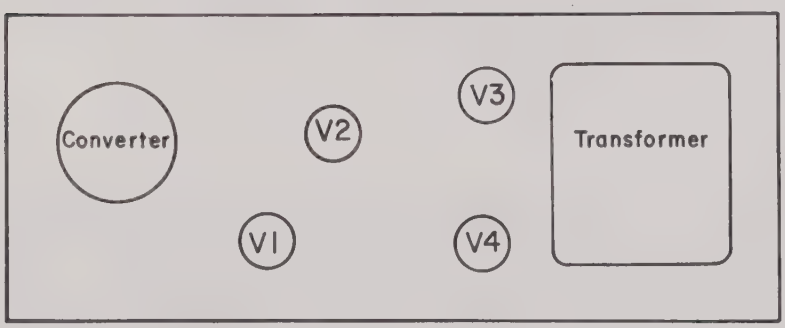

Figure 1. Amplifier, component location diagram.
(1) Energize the amplifier, and check for approximate voltages shown on amplifier schematic. Tube locations are shown in figure 1.
(2) Values on schematic are based on a meter having an impedance of 1000 ohms per volt ac and 20,000 ohms per volt dc.